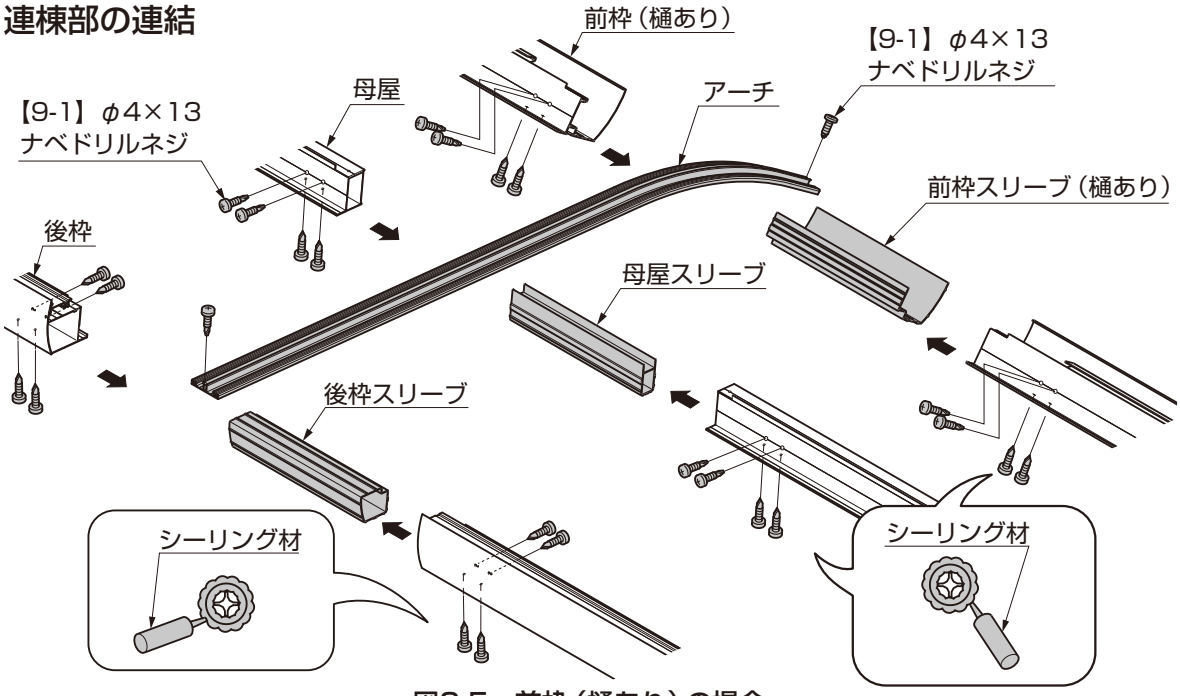

図2-5　前枠（樋あり）の場合
①後枠スリーブを取付ける【9-1】にシーリング材を充てんしてください。（図2-5参照）
②前枠・母屋・後枠にそれぞれ前枠スリーブ、母屋スリーブ、後枠スリーブを【9-1】で取付けて連結してください。（図2-5参照）
③全ての【9-1】の回りにシーリング材を充てんしてください。